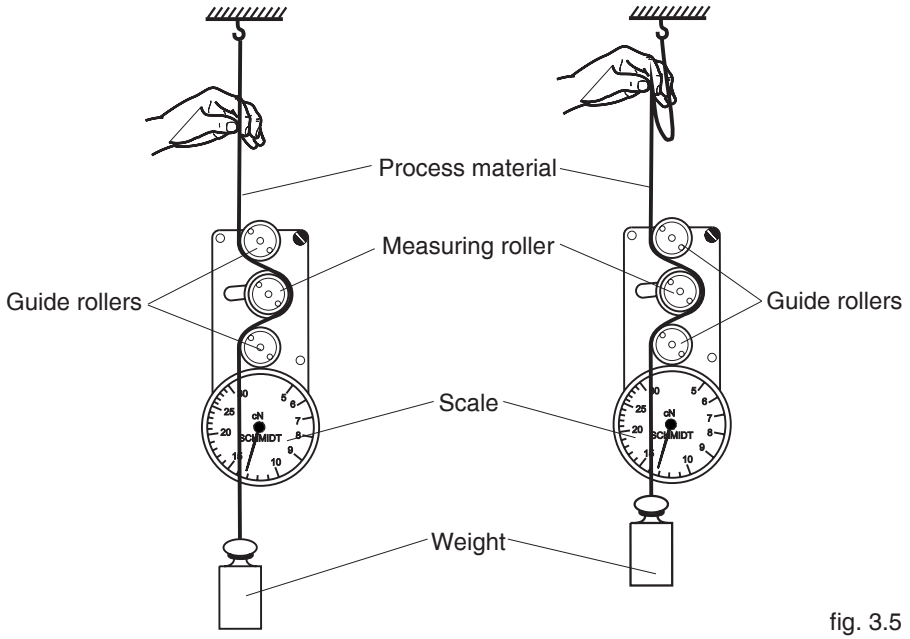

fig. 3.5
- Suspend a known weight that corresponds to the tension to be measured (pay attention to the correct unit of measure) from the process material, vertically, as shown in fig. 3.5. (Always use a fresh portion of the material to be measured).